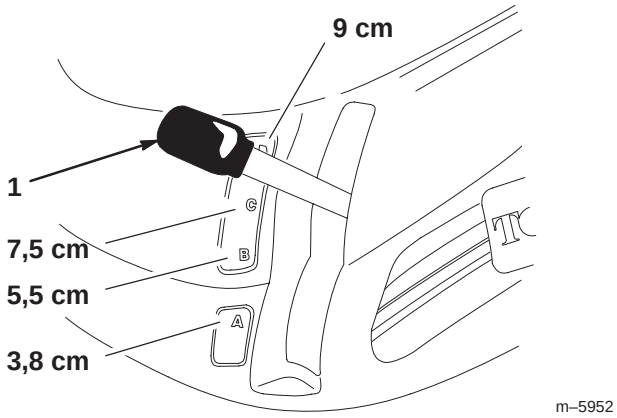

Bild 5
2. Ziehen Sie den Schnitthöhenhebel (Mähwerkhub) auf die gewünschte Position und lassen Sie den Hebel langsam los, bis er in der Kerbe einrastet (Bild 5).